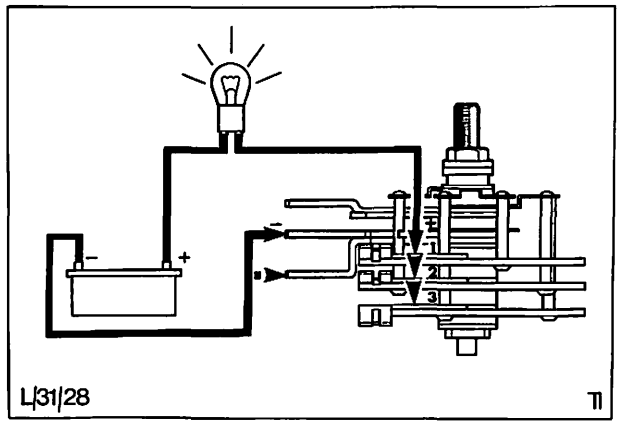

Abb. 48 Diodenträger prüfen (22ACR und 23ACR)
a) Minus-Prüfspitze des Prüfkreises am Plusteil, d. h. an den beiden großen Klemmen anschließen. Plus-Prüfspitze der Reihe nach an jeden Wärmeableiter anschließen, Abb. 48. Funktioniert die Diode einwandfrei, leuchtet die Prüflampe auf.